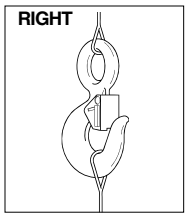
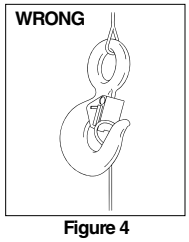

Figure 3
Figure 4
- Always make sure the hook supports the load (See Figure 3). The latch must never support the load (See Figure 4).